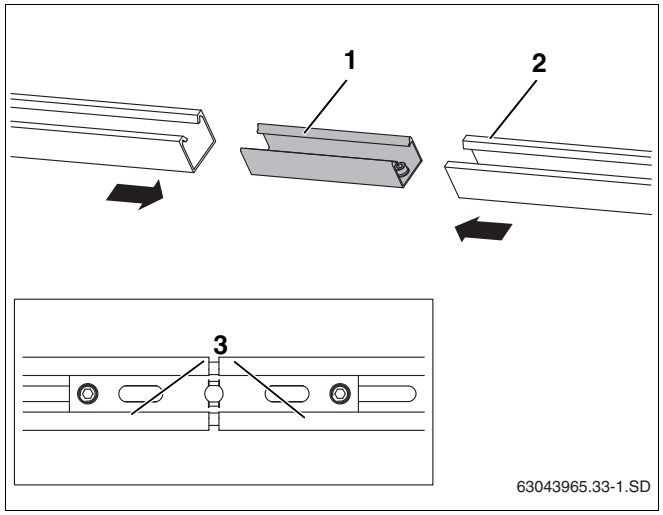

Рис. 31 Соединение профильных реек
- Задвиньте до упора вставку (рис. 31, **поз. 1**) в обе профильные рейки (рис. 31, **поз. 2**).
- Для фиксации затяните ключом SW 5 два предварительно установленных во вставку стопорных винта M10 (рис. 31, **поз. 3**).